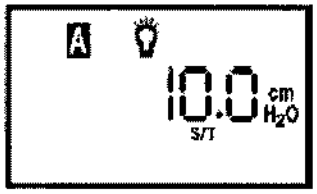

Figura 6–5 Pantalla de supervisión
2. Pulse el botón ⏻ para poner la unidad en el estado de funcionamiento. Aparece la pantalla de supervisión, que se muestra en la figura 6–5